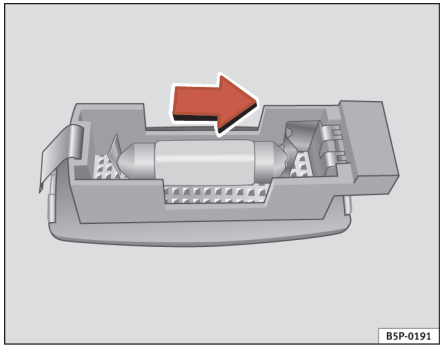

Fig. 175 Afmontering af lampe i solskærm
– Vip forsigtigt lampens glas af ved fordybningen med en skruetrækker som vist på billedet ⇒ fig. 175.
– Tag pæren ud i pilens retning ⇒ fig. 175.